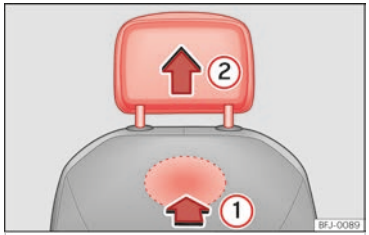

Fig. 99 Apoyacabezas delantero: desmontaje.
- Para desbloquearlo, busque el rebaje situado en la parte posterior del respaldo por la zona marcada y presione en el sentido de la flecha ››› fig. 99 ①.
- Extraiga el apoyacabezas en el sentido de la flecha ②.